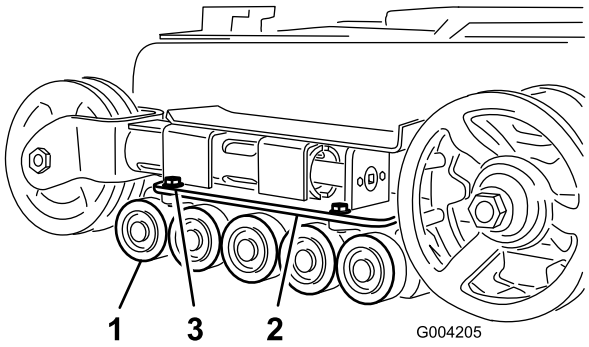

**Figur 48**
2. Ta bort de fyra bultarna som fäster varje nedre larvbandsstyrning som innehåller väghjulen, och ta bort hjulen (Figur 48).